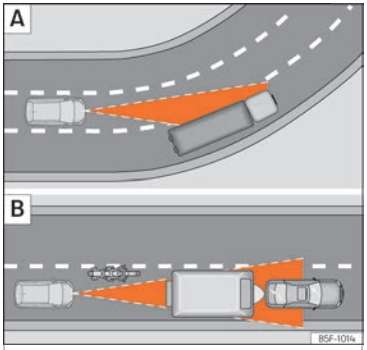

Fig. 182 A Vehículo en una curva. B Motociclista circulando por delante fuera del radio de acción del sensor de radar.
El ACC podría no detectar en curva el vehículo precedente o podría regular la distancia con vehículos que se encuentran en otros carriles ››› fig. 182 A.
- Vehículos que circulen desalineados o fuera de la zona de detección del sensor, por ejemplo, motocicletas ››› fig. 182 B